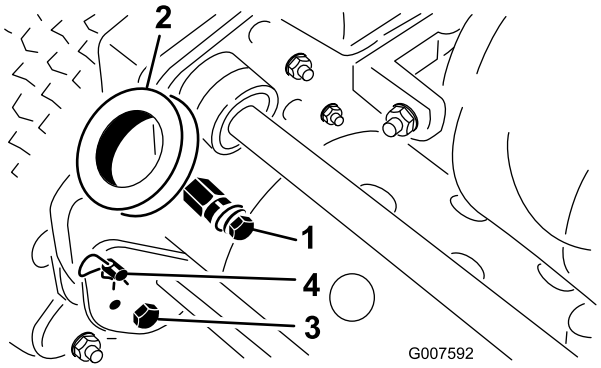

Rysunek 2
1. Zdemontuj śruby, nakrętki zabezpieczające i podkładki mocujące spód ramion uchwytu do każdej strony maszyny (Rysunek 2).
2. Zdemontuj zawleczki i trzpienie pierścieniowe mocujące ramiona uchwytu do tylnej części ramy (Rysunek 2).
3. Wsuń końce uchwytu w otwory w ramionach uchwytu i wyrównaj otwory za pomocą trzpieni mocujących (Rysunek 2).
1. Zdejmij zawleczki z trzpieni pierścieniowych po każdej stronie kosiarki (Rysunek 2).
2. Podtrzymując uchwyt, usuń trzpienie pierścieniowe z każdej strony i podnieś lub opuść uchwyt w wymagane położenie robocze (Rysunek 2).